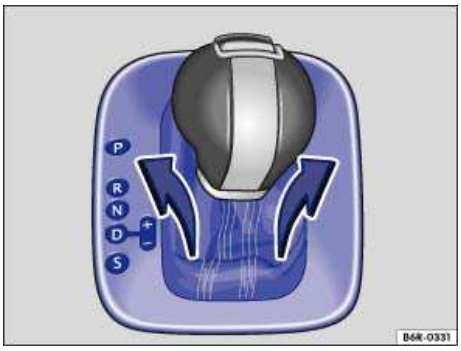

Fig. 160 Removing the selector gate cover.
- Pull upward on the cover around the selector lever sleeve ⇒fig. 160.